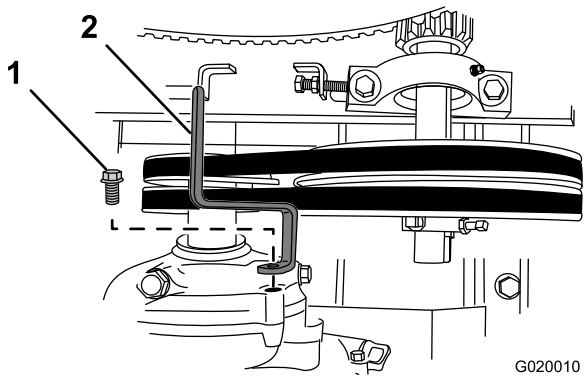

Figure 73
3. Retirez le boulon qui fixe le guide de courroies au moteur, et déposez le guide (Figure 73).
7. Fixez légèrement le guide de courroies au moteur (Figure 73) avec le boulon retiré à l'opération 3 de Dépose des courroies (page 46).